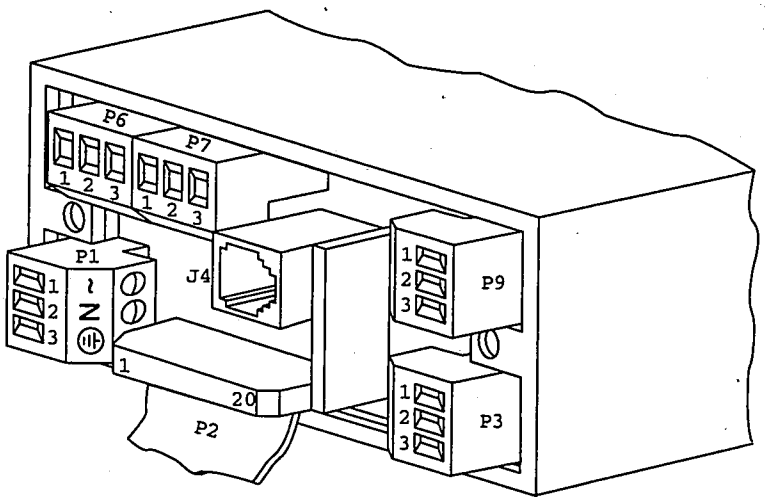

Figure 2-18. Rear View of the Meter with the Dual Relay and Serial Communications Boards
7. Set P1, the AC Power connector, aside and connect or reconnect all other connectors to the back of the meter using Figures 2-18 and 2-19 as a guides.
11. Set P1, the AC power connector, aside and connect or reconnect all other connectors to the back of the meter using Figures 2-18 and 2-19 in Section 2.4 as guides.